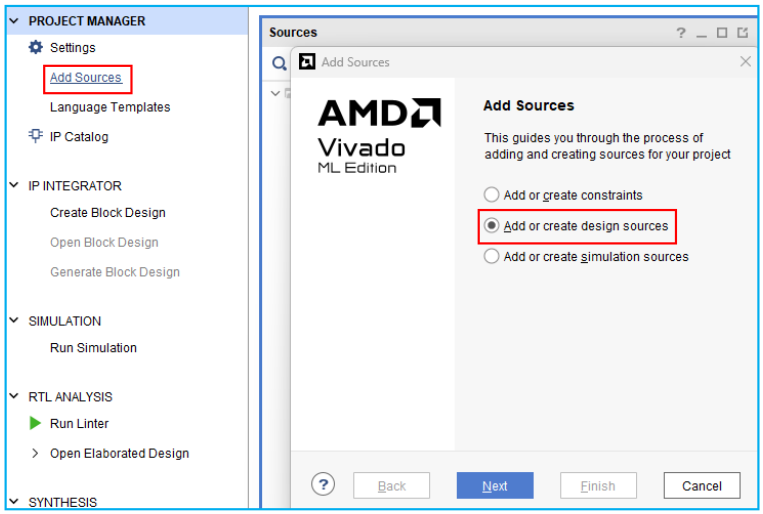

Fig.15. Ventana `Add Sources` para la adición del archivo de jerarquía superior.
18. El siguiente paso es añadir el archivo de jerarquía superior, neorv32_test_setup_bootloader.vhd o neorv32_test_setup_approm.vhd, según el método que se vaya a seguir para ejecutar el programa de aplicación. Para hacerlo pulsamos en `Add Sources` situado bajo `Settings`, en la ventana emergente seleccionamos `Add or create design sources` y pulsamos en `Next` (Fig.15).